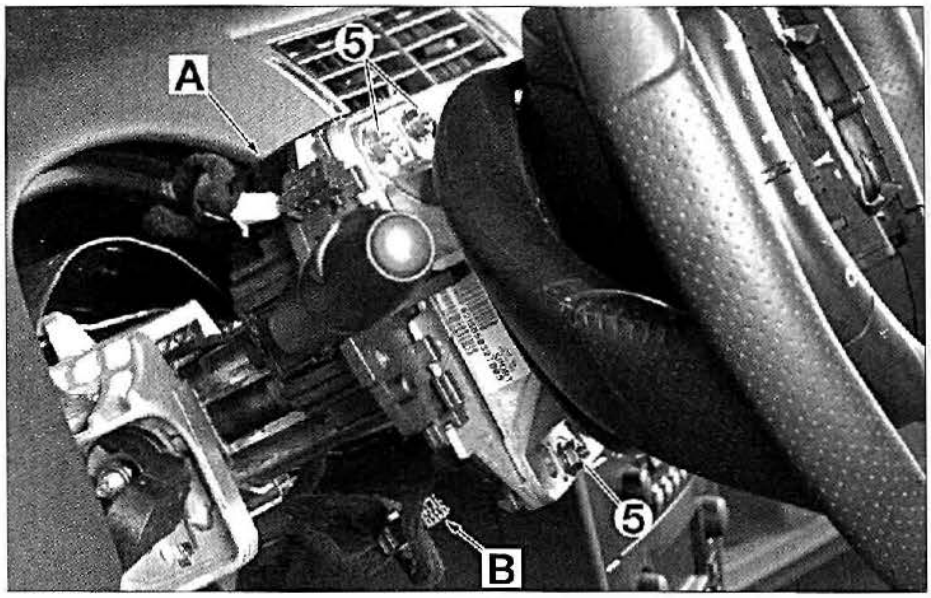

FIG. 2
• Desmontar el banda inferior izquierda (1).
• Desmontar las fundas superior (2) e inferior (3) de la columna de dirección.
• Sacar los conectores en "A" y "B" **(fig. 2)**.
- las tuercas (5) **(fig. 2)**,